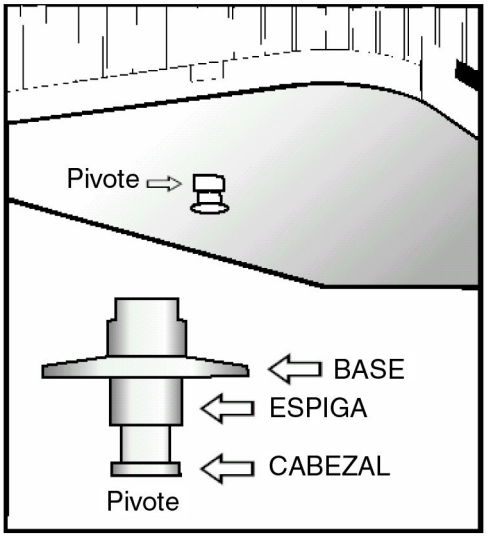

Figura 6.8
- Las horquillas deben cerrarse alrededor de la espiga, no del cabezal del pivote. *Ver la figura 6.8*.